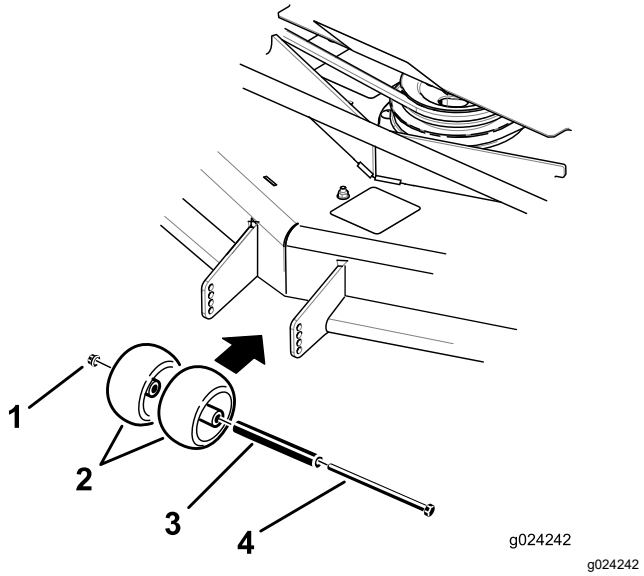
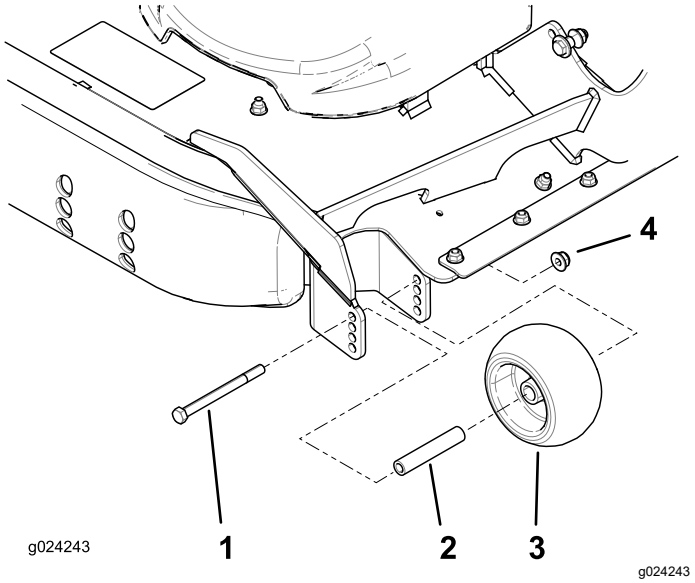

Figur 33
Figur 34
3. Juster antiskalperingsrullerne som vist i Figur 33 og Figur 34.